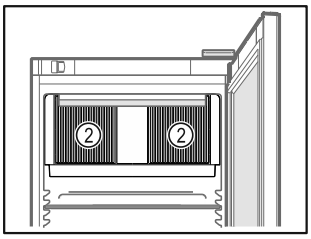

*Fig. 64*
- ❑ Păstrați libere fantele de ventilație *Fig. 64 (2)* ale suflantei de recirculare a aerului din interior.